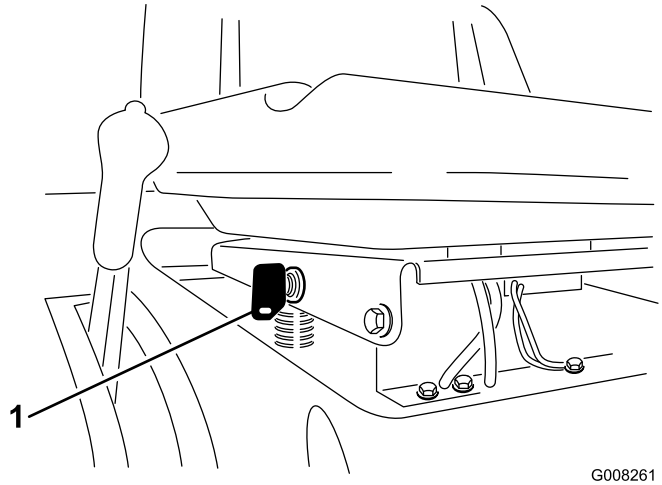

Figur 14
Hvis du må bruke knivene (kraftuttaket) under rygging, må du slå av sperrefunksjonen ved hjelp av KeyChoice-bryteren, som er plassert i nærheten av setebraketten (Figur 14).
2. Sett KeyChoice-nøkkelen i bryteren (Figur 14).